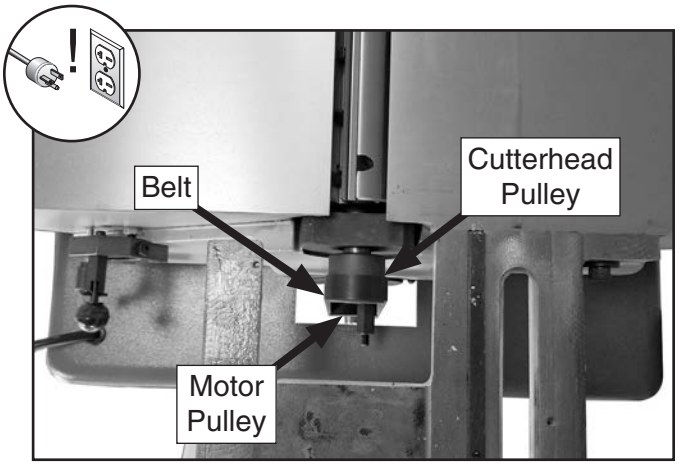

Figure 76. Checking pulley alignment (viewed from above).
3. Look down length of belt and pulley faces to check pulley alignment (see **Figures 76**–**77**). If available use a narrow straightedge against pulley faces to check alignment.